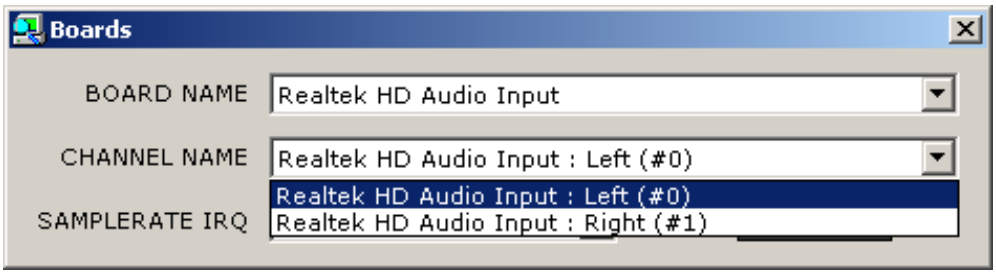

Figure 12.13-6 Changing the Channel name
3. Select the channel name from the dropdown list «CHANNEL NAME» (Figure 12.13-6).